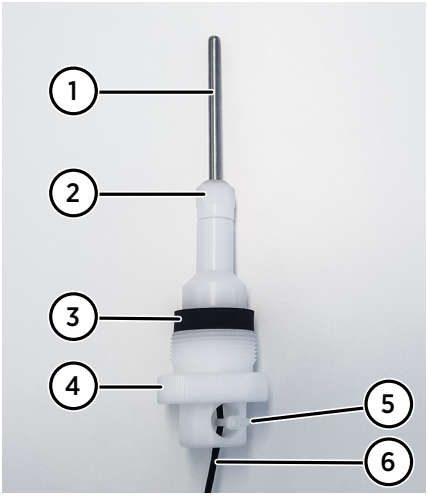

Figure 28 HMP9 probe head with sensor head support 215130
2. Attach the probe head to the sensor head support and secure it with a cable tie. The alternate sensor head support (item code 215130) needed with HMP9 is shown in Figure 28 (page 52).